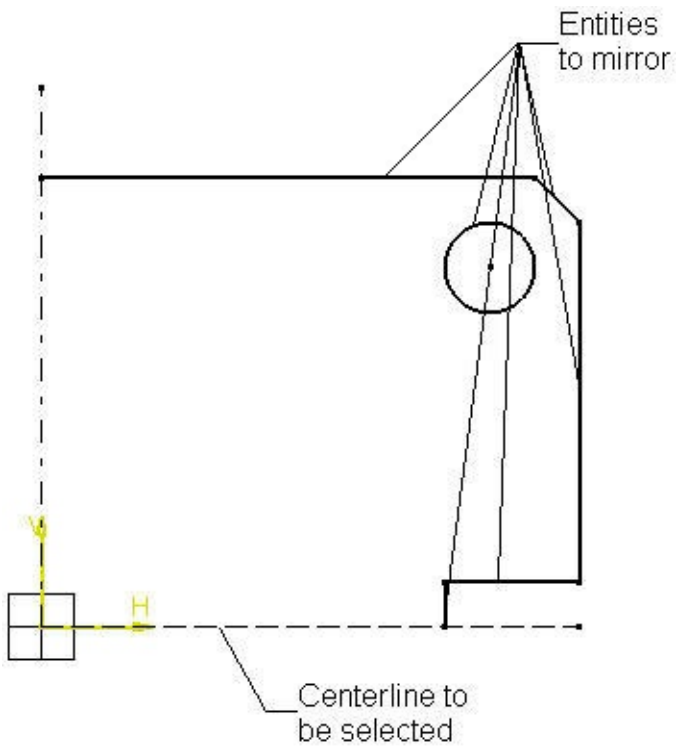
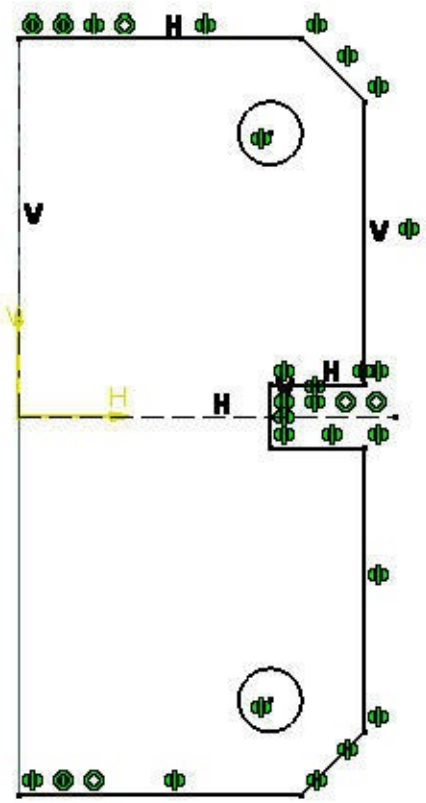

Figure 4-65 *Sketched entities and the centerline to be selected*
Figure 4-66 *Resulting mirrored sketch*
6. Press and hold the CTRL key and select all the sketched elements except centerlines, refer to Figure 4-65.
8. Select the horizontal centerline, as shown in Figure 4-65; the selected sketched elements are mirrored on the other side of the horizontal centerline, as shown in Figure 4-66.
1. *In Figures 4-65 through 4-67, the display of the grid lines is turned off and the constraints are hidden for better visualization. To turn the display of the grid lines on/off, choose the* ***Grid*** *button from the* ***Sketch tools*** *toolbar.*